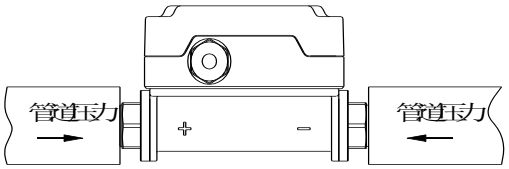

图 2
2. 管道直接安装方式：如图 2，直接将变送器与被测系统做好压力连接。